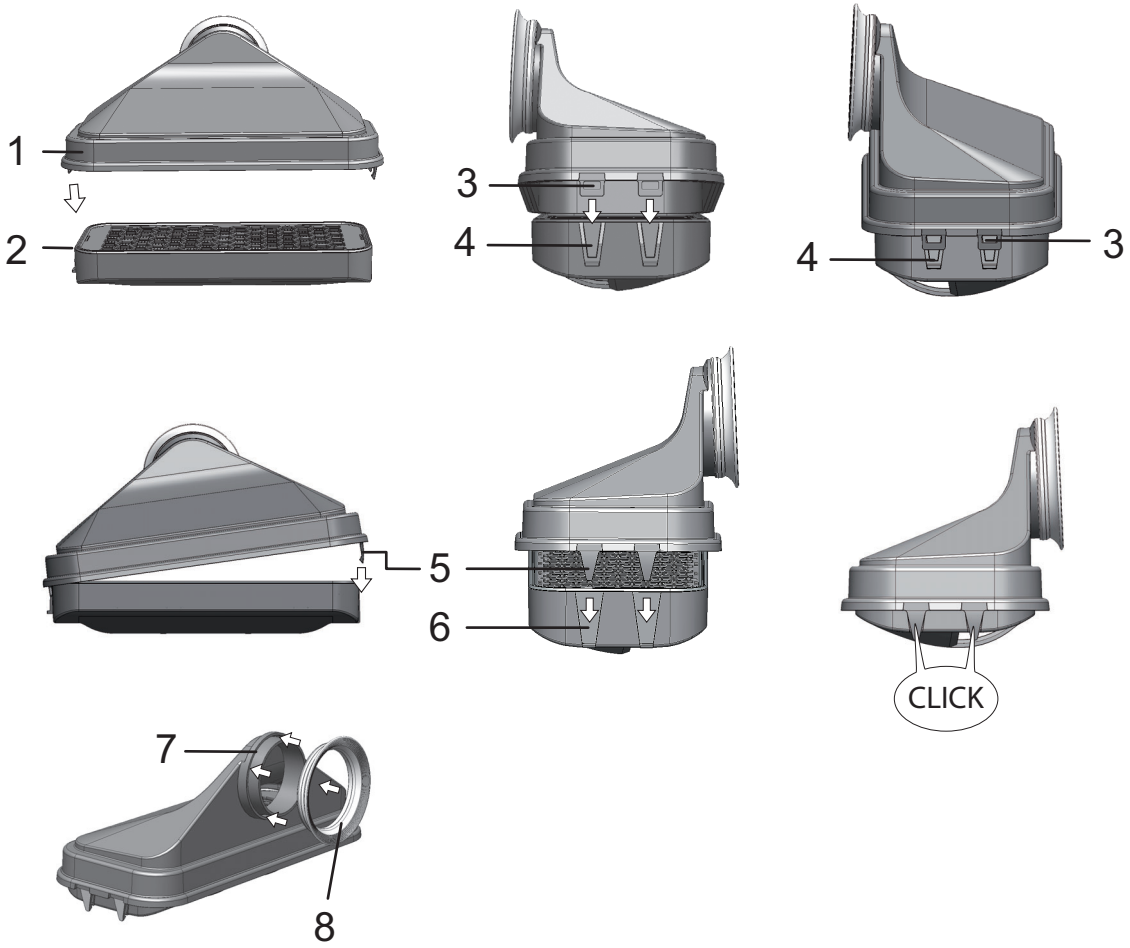

图 8-2. HEPA 过滤器和空气盒
7. 将空气盒 (1/ 图 8-2) 从水箱盖子的底座中拉出并取出。
8. 将 HEPA 过滤器 (2/ 图 8-2) 从空气盒 (1/ 图 8-2) 拆卸出来，重新安装空气盒。
6. 拆除空气盒 (1/ 图 8-2) 并重新安装 HEPA 过滤器 (2/ 图 8-2)。